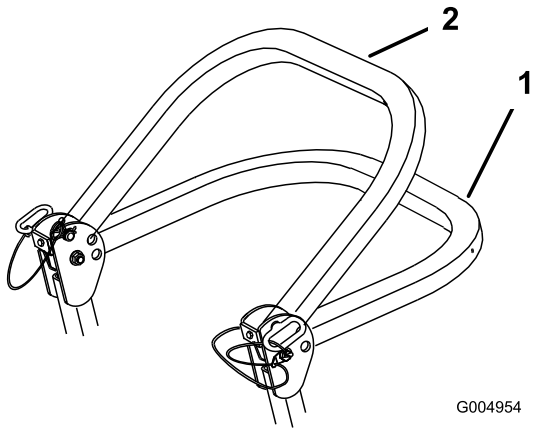

**Figuur 8**
2. Klap de rolbeugel omlaag. De rolbeugel kan in 2 standen omlaag worden geklapt. Zie Figuur 8 voor deze standen.